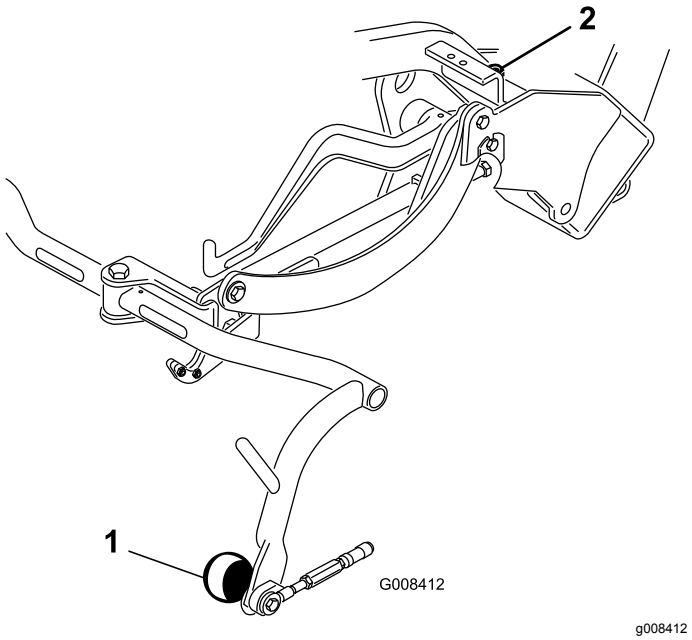

Figur 9
4. Lossa på kontramuttern på bärramsstoppskruven (Figur 9) om frigången måste justeras, och rotera skruven uppåt eller nedåt för att höja eller sänka bärramen. Dra åt kontramuttern för att säkra justeringen.